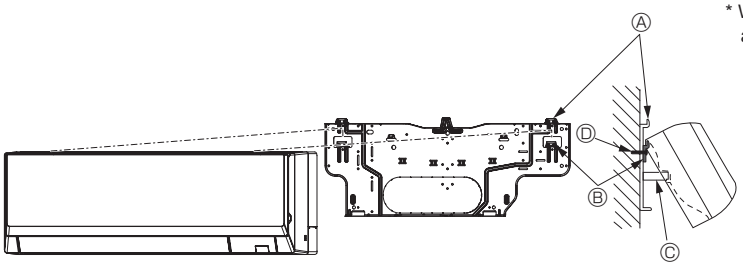

Fig. 3-12
- **When the indoor unit cannot be hanged and lifted up with the regular hook (the dimension of 2.1. Ⓚ (the clearance between the ceiling and the unit) is 75 mm, 2-61/64 inch or less), hang the unit on the lower hook for left piping. (Fig. 3-12)**
(Fig. 3-12)